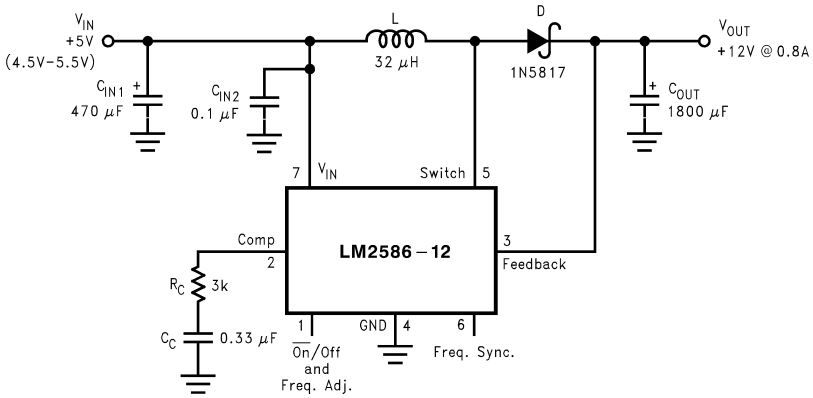

Figure 20. 12-V Boost Regulator
Figure 20 shows the LM2586 used as a step-up (boost) regulator. This is a switching regulator that produces an output voltage greater than the input supply voltage.
A brief explanation of how the LM2586 boost regulator works is as follows (refer to Figure 20). When the NPN switch turns on, the inductor current ramps up at the rate of V_{IN}/L, storing energy in the inductor. When the switch turns off, the lower end of the inductor flies above V_{IN}, discharging its current through diode (D) into the output capacitor (C_{OUT}) at a rate of $(V_{OUT} - V_{IN})/L$. Thus, energy stored in the inductor during the switch on time is transferred to the output during the switch off time. The output voltage is controlled by adjusting the peak switch current, as described in .
By adding a small number of external components (as shown in Figure 20), the LM2586 can be used to produce a regulated output voltage that is greater than the applied input voltage. The switching waveforms observed during the operation of this circuit are shown in Figure 21. Typical performance of this regulator is shown in Figure 22.